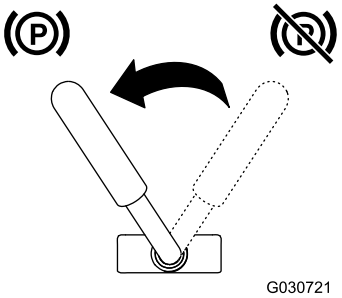

Figuur 14
- Draai de parkeerremhendel naar links om de parkeerrem in werking te stellen (Figuur 14).